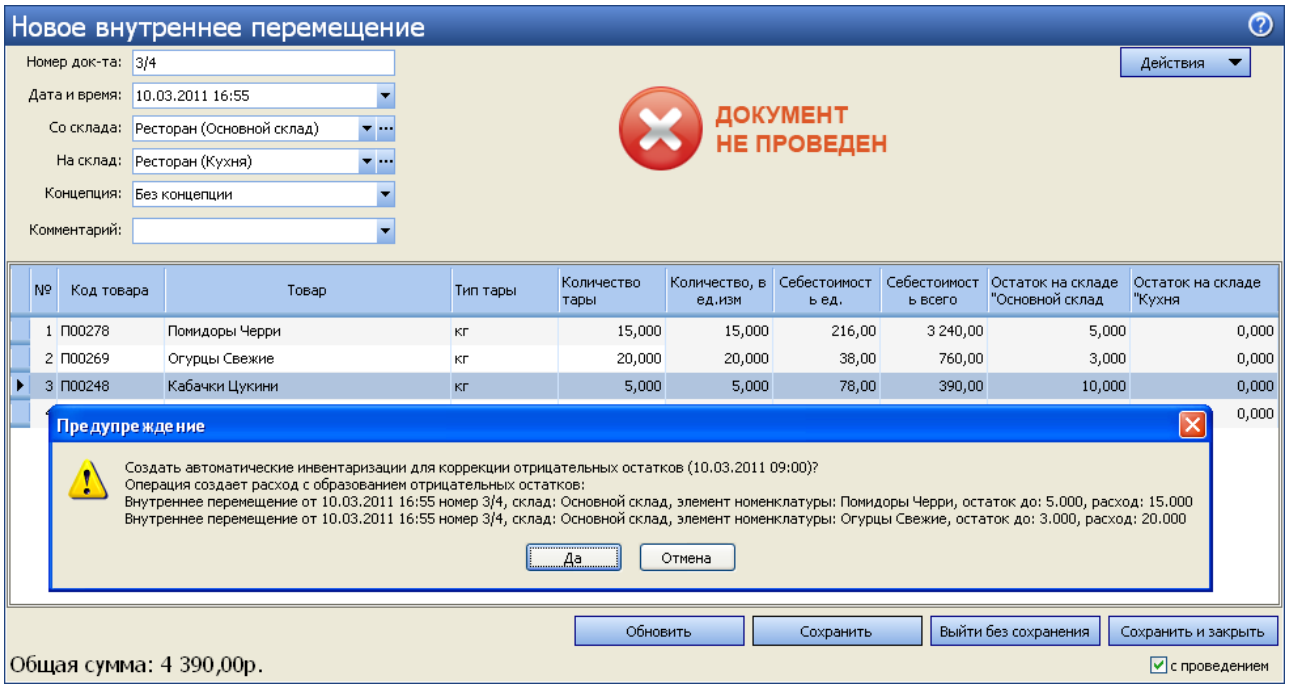

Рисунок 201 Внутреннее перемещение с образованием отрицательных остатков
2. После заполнения документа нажмите кнопку **Сохранить и закрыть** (или **Сохранить**), а затем кнопку **Да** (см. Рисунок 201).